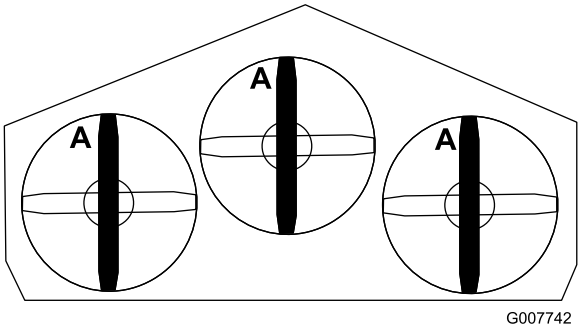

Figura 53
1. Rode as lâminas até as extremidades ficarem voltadas para a frente e para trás (Figura 53).